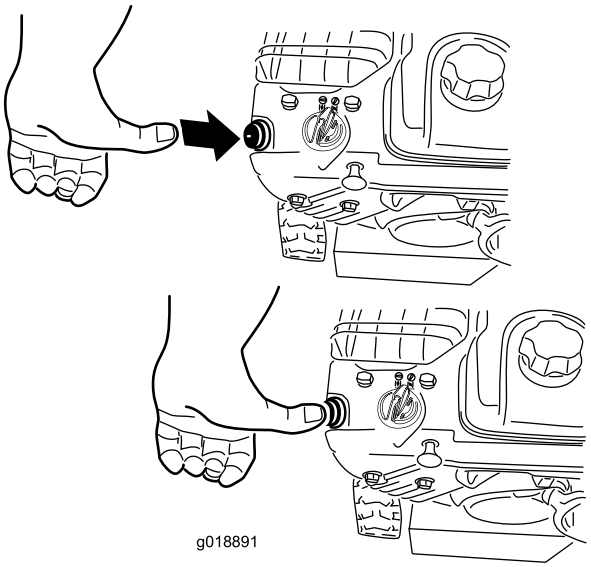

Rysunek 22
4. Mocno naciśnij pompkę kciukiem 2 razy (powyżej -9°C) lub 4 razy (poniżej -9°C), za każdym razem przytrzymując pompkę wciśniętą przez sekundę (Rysunek 22).